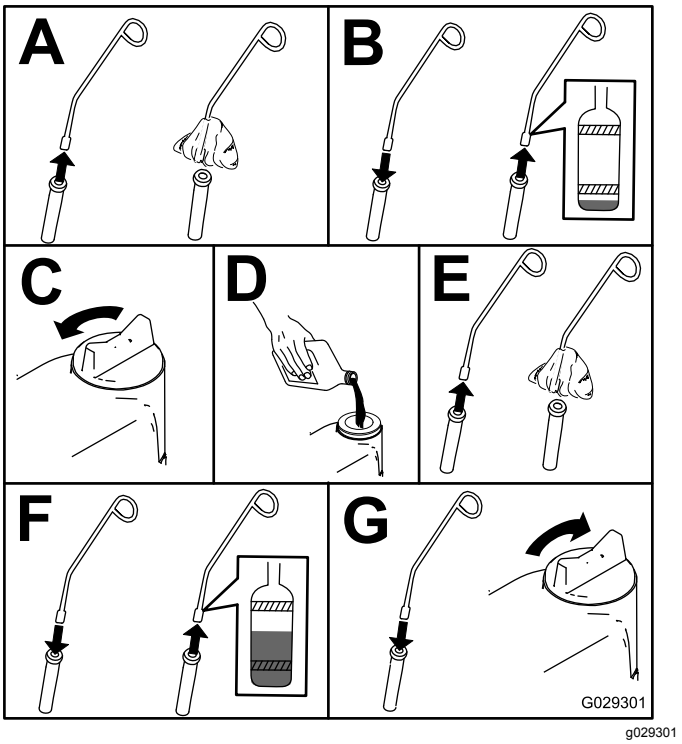

Figur 47
3. Kontrollera oljenivån i motorn enligt Figur 47.